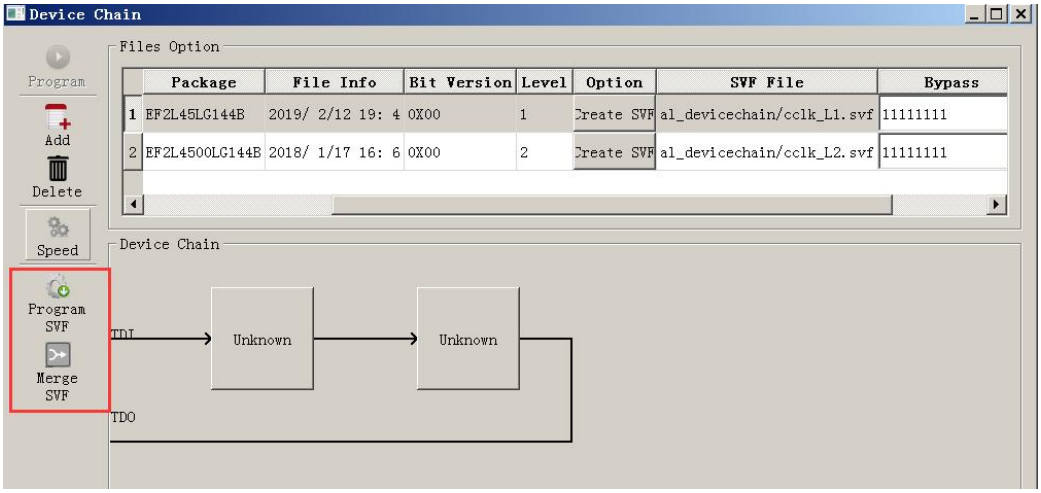

图 23 单独下载 SVF 文件和合并 SVF 文件选项
7) 如图 23 是可以将多个 SVF 文件合并为一个 SVF 文件的选项，以及单独下载 SVF 文件界面。